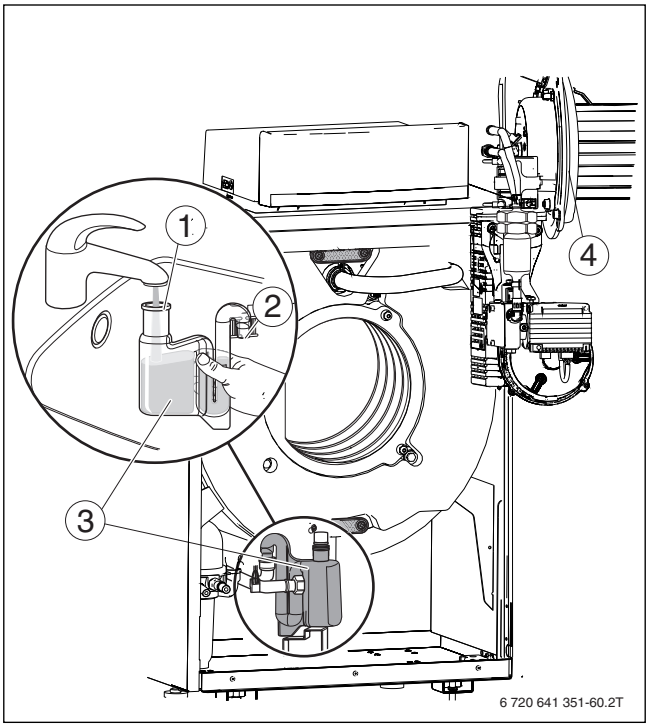

Bild 83 Siphon reinigen
- Vor Brennermontage den richtigen Sitz des O-Rings (→ Bild 83, [4], Seite 49) überprüfen und gegebenenfalls korrigieren.